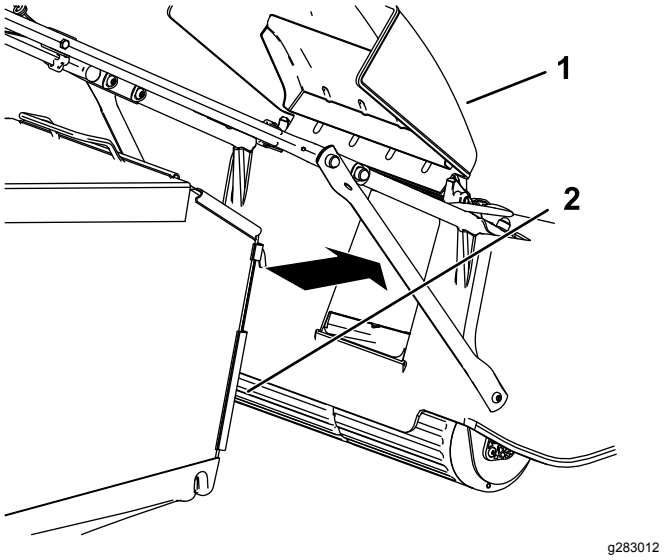

Rysunek 19
3. Załóż worek na swoje miejsce (Rysunek 19).